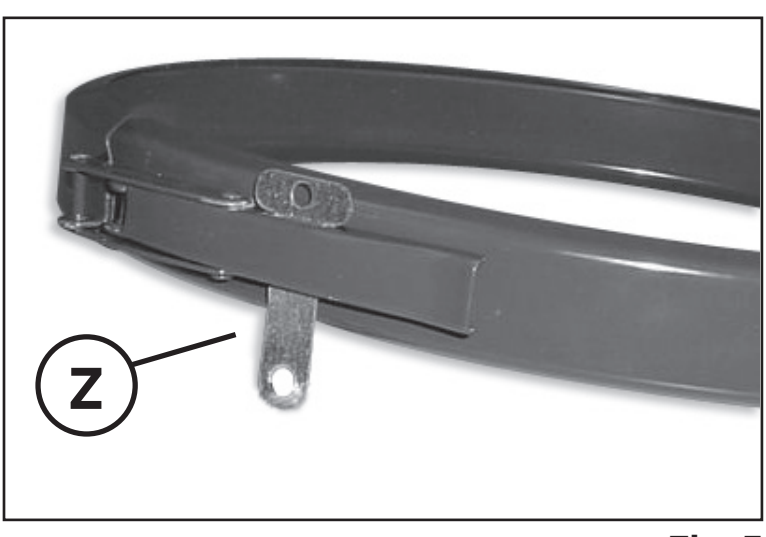

Fig. 3
- Ensure that the lid (G) is securely closed with the lid clamp (O) and the lid O-ring (P) correctly sitting in its seat. **IMPORTANT:** Before applying the lid clamp (O), the lid (G) must be pressed down until the gap between lid and filter case is eliminated. The lid clamp must be latched, with the safety metal lock (Z) inserted correctly inside the latch slot **(Fig. 3)**.